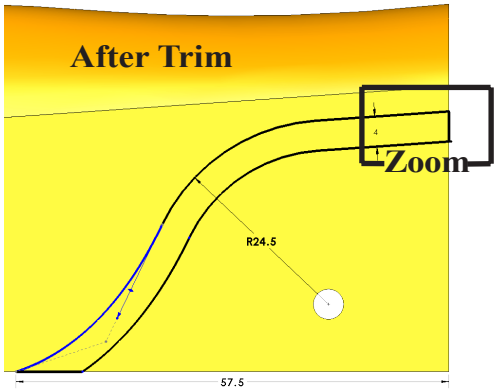

Fig. 107
Results shown in **Fig. 107**.
Step 28. Zoom in around **rear edge of fender, Fig. 107**.